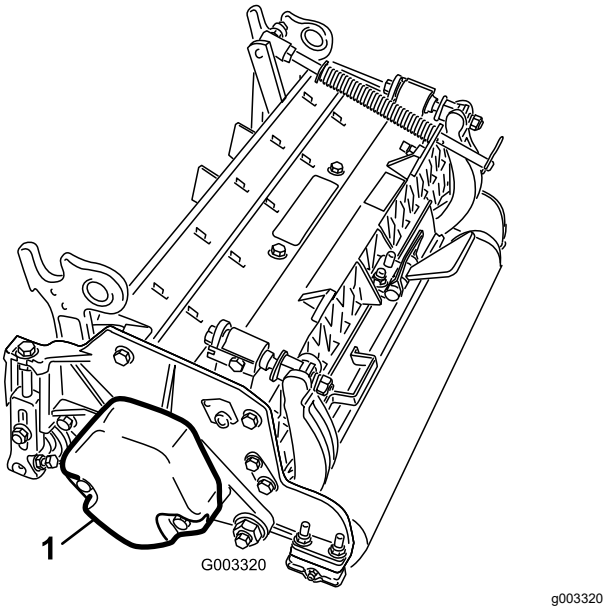

**Figur 9**
5. Kontroller at motvekten (Figur 9) *er installert i den korrekte enden av klippeenheten som beskrevet i klippeenhetens brukerhåndbok*.